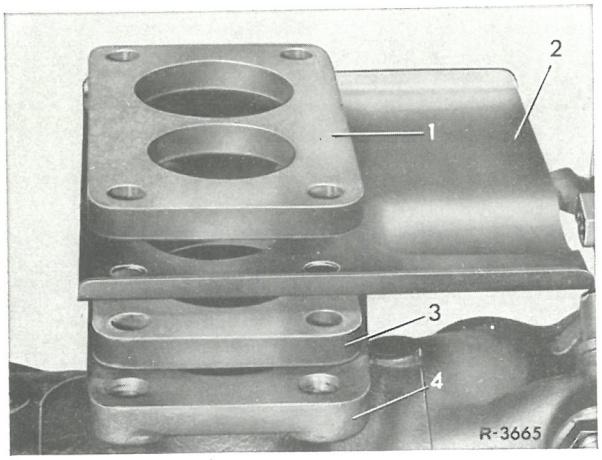

Fig. 07-27/1
4 Isoleringsflange (1) og (3) og afskærmning (2) lægges på sugerøret, som det er vist på fig. 07-27/1.